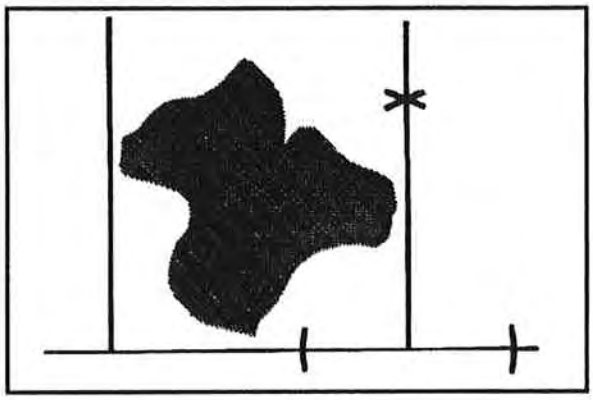

Figure 8-10. Cutlines
- Erect cutout lines on each side of the damage by placing two lines perpendicular (at 90° angles) to the baseline. Allow space to radius the corners (Figure 8-10).